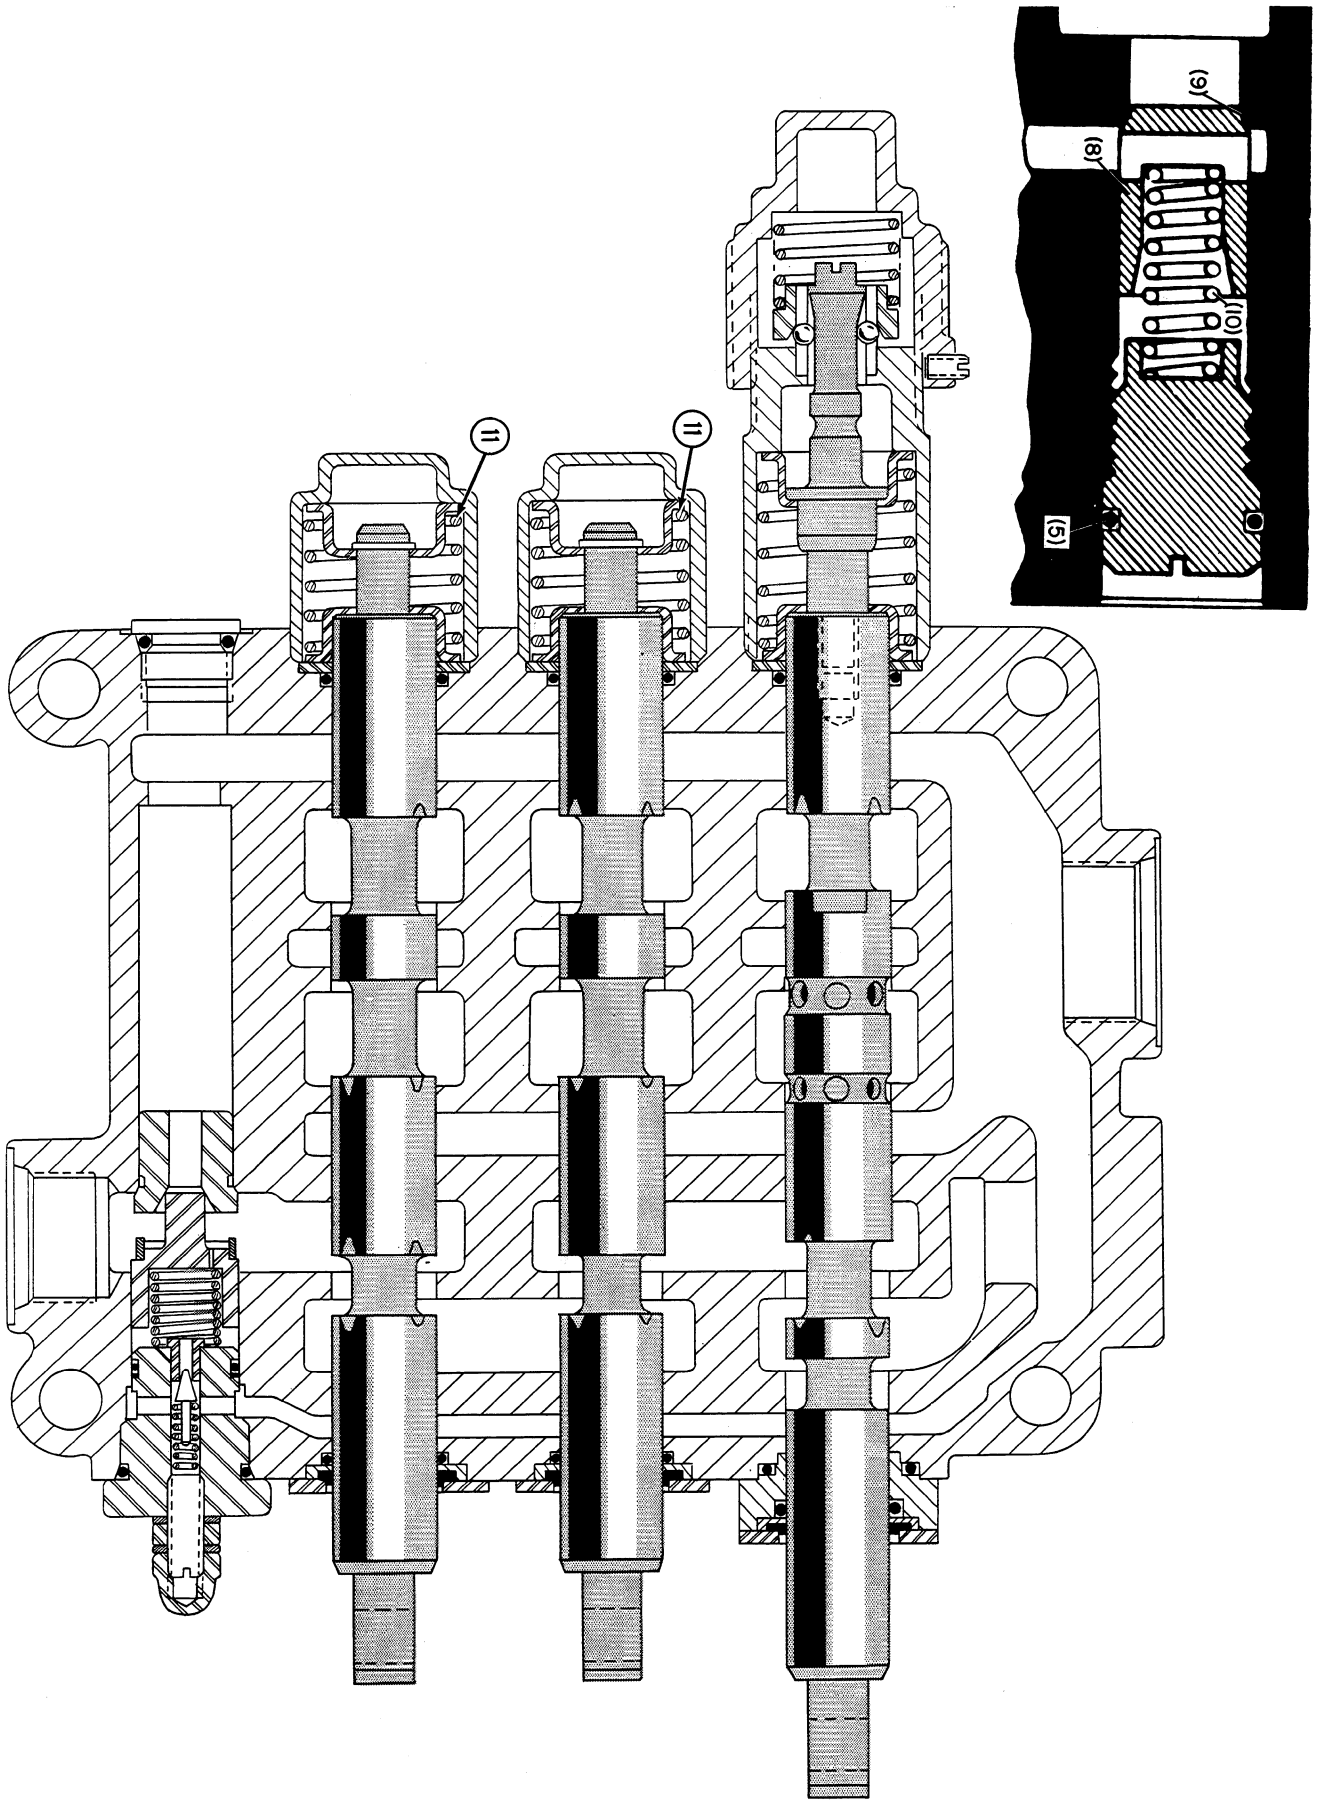

Figure DD-37
1. Dirt or foreign particles lodged between drop check valve and poppet seat. (9)	1. Remove the drop check valves for cleaning and inspection. Refer to Pages D-15. (9)
2. Scored drop check valve poppet, Figure DD-37. (8)	2. Install new drop check valve poppet, Figure DD-37.(8)
3. Scored drop check valve poppet seat in valve body, Figure DD-37.(9)	3. Replace valve body.
4. Drop check valve spring worn or broken, Figure DD-37.(10)	4. Check drop check valve spring. Replace if worn or broken. Refer to Page DD-37.
1. Spools will not return to neutral from either the raise or lower position due to weak or broken spring. (11)	1. Remove and check centering spring, Figure DD-37, (11) .
2. Spools sticking or binding due to bent spool, varnish on spools or sharp corners on either spools or valve body, Figure DD-37.	2. Remove spools, check for straightness, varnish deposits and sharp corners. Replace if damaged, Figure DD-37.